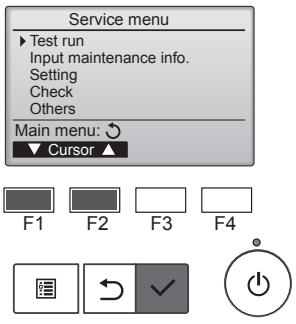

Fig. 7-1
① Seleccione “Test run” (Modo prueba) desde el Menú principal, y pulse el botón [ACEPTAR]. (Fig. 7-1)